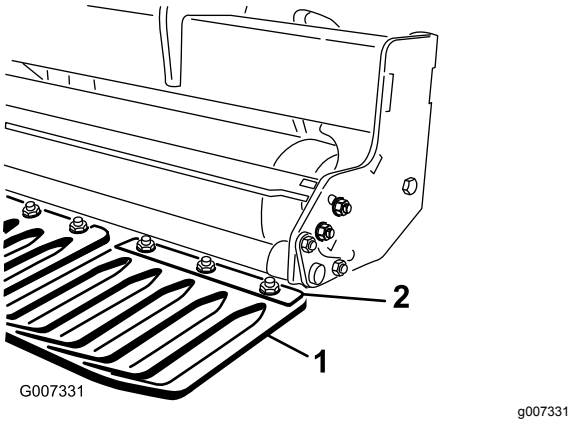

Figur 17
1. Løsne på mutterene som fester verneplaten til verktøystangen (Figur 17).